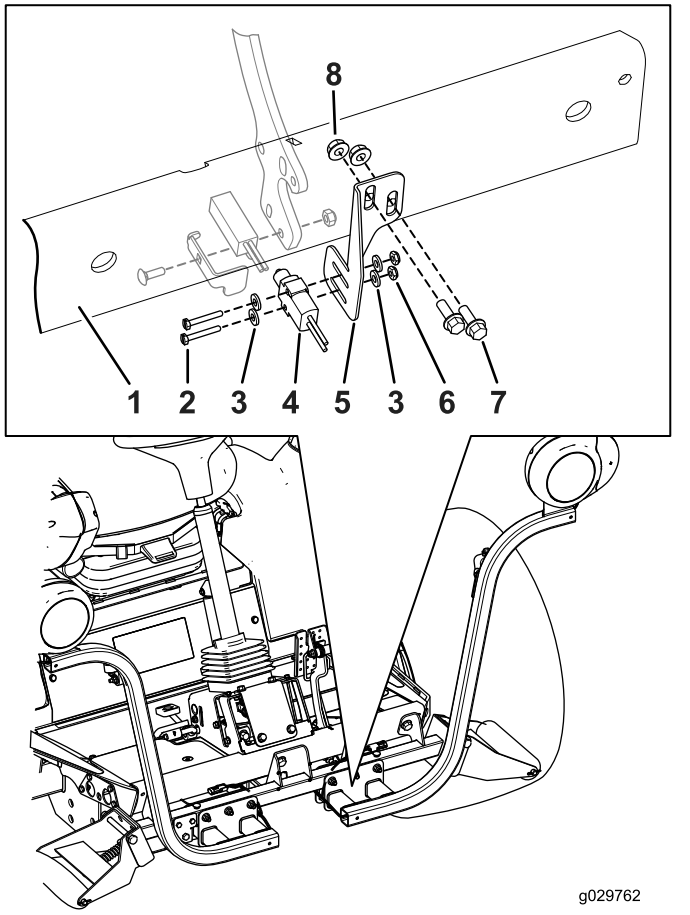

Figure 17
Note: You will need to move the brake-sensor bracket up or down to align the brake sensor to the brake-sensor plate (Figure 17).
4. Loosely install the brake sensor to the brake-sensor bracket with the 2 slotted screws (#6 x 1 inch), 2 washers, and 2 flange nuts (Figure 17).